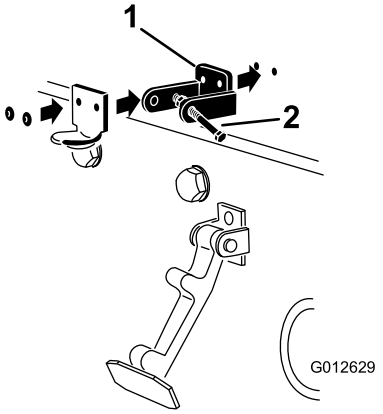

Figuur 8
3. Plaats de beugel van de CE-vergrendeling en de beugel van de motorkapvergrendeling op de motorkap en lijn de montage-openingen uit. De beugel van de vergrendeling moet zich tegen de motorkap aan bevinden (Figuur 8). Verwijder de bout en moer niet van de arm van de beugel van de vergrendeling.
5. Bevestig de beugels en de ringen met de popnagels aan de motorkap (Figuur 8).